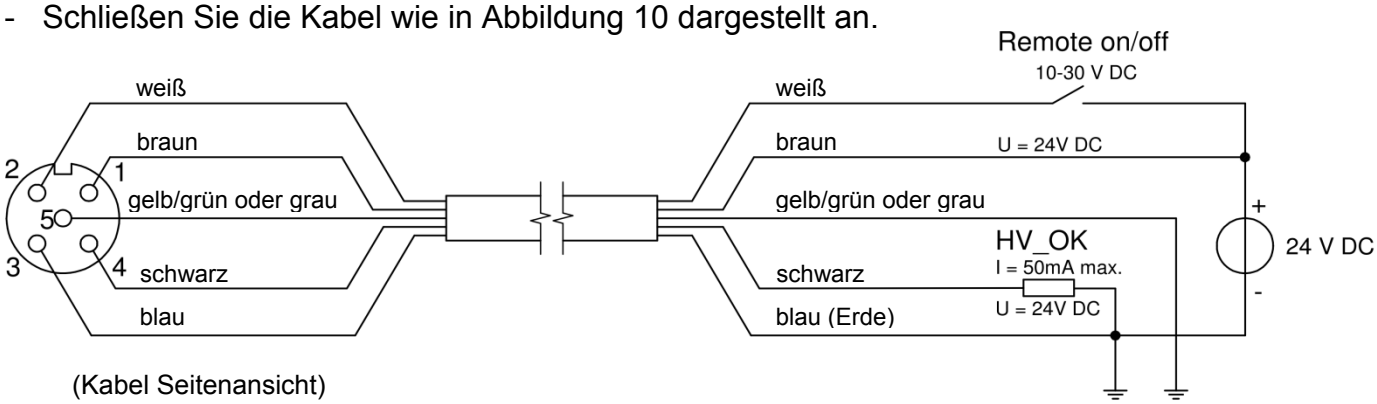

Abbildung 10: Verkabelung des Stabes
- Schließen Sie die Kabel wie in Abbildung 10 dargestellt an.